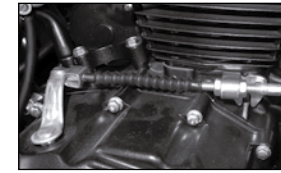

Imagen 20. Tuercas de ajuste.
5. Utilizar las tuercas del embrague ubicadas en la parte superior del motor. Ver imagen 20.